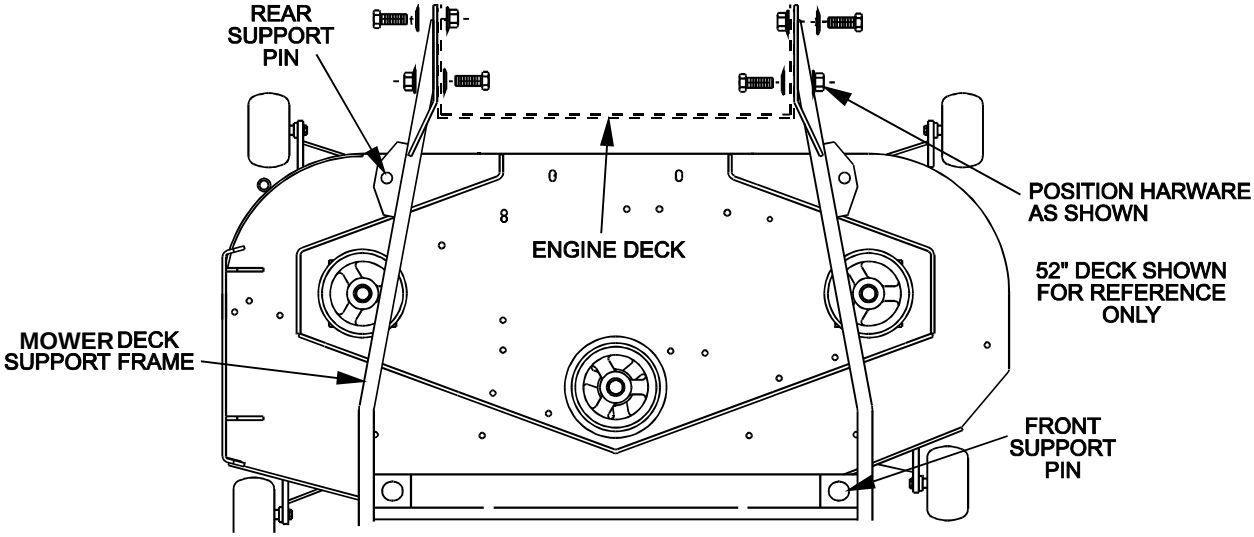

FIGURE 1
NOTE: Place spring washer cone against bolt head and install with the whizlock nut to the ***inside of engine deck*** for the two ***rear*** holes on both sides. Install whizlock nut to the ***outside*** for the two ***front*** bolt holes on each side of the ***mower deck support frame*** (See Figure 1). Tighten until spring washers are flat.
3.7.4 Position tractor, with mower deck support frame in place, over the mower deck. Align support frame above mower deck and position it so the support pins on the deck align with the mounting holes in the support frame. Lower support frame onto deck and Reinstall the two hairpins and spacers on the front support pins and the two hairpins and spacers onto the rear support pins (See Figure 1).